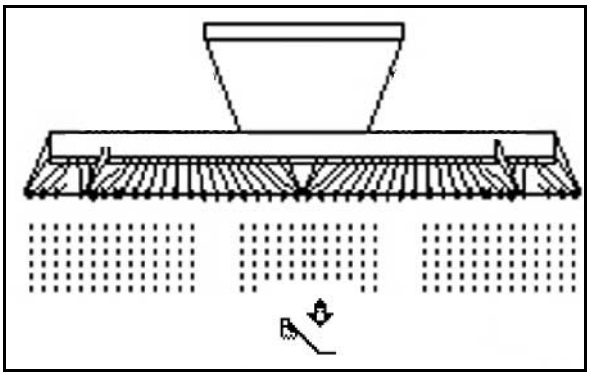

Fig. 57
1. Preselect coulter pressure (Fig. 57).
Preselect coulter/harrow pressure (Fig. 57).
1. Pre-select the tine depth (Fig. 57).